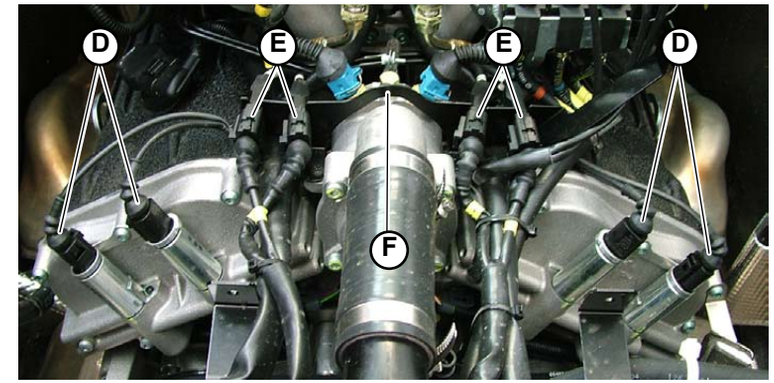

Fig.6
5. Connect the variable valve timing pins (**D-Fig.6**).
6. Connect the knock sensors (**E-Fig.6**) and the respective support (**F-Fig.6**).